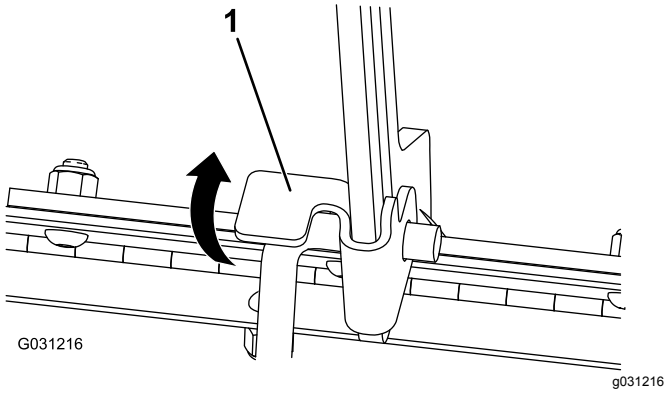

Figuur 40
1. Trek het lipje waarmee de steunstang bevestigd is omhoog (Figuur 40)